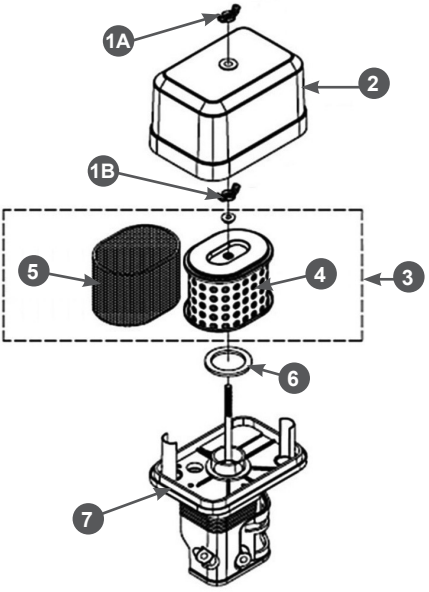

Рис. 12. Обслуживание воздушного фильтра
1. Открутите барашковую гайку 1А и снимите крышку 2 воздушного фильтра (Рис. 12).
2. Открутите барашковую гайку 1В и извлеките из корпуса воздушный фильтр 3 в сборе (Рис. 12).
3. Проверьте целостность и чистоту фильтрующих элементов. Поролоновый (предварительный) фильтрующий элемент 5 установлен на корпусе бумажного фильтрующего элемента 4 (Рис. 12).
4. При незначительном загрязнении промойте поролоновый фильтрующий элемент 5 (Рис. 12) теплым мыльным раствором и просушите. Поврежденный или сильно загрязненный поролоновый фильтрующий элемент замените.
5. Произведите очистку корпуса 7 и крышки 2 воздушного фильтра, не допуская попадания пыли и грязи в воздуховод, ведущий к карбюратору (Рис. 12).
7. Перед установкой воздушного фильтра убедитесь, что уплотнительное кольцо 6 воздушного фильтра находится на месте и не имеет повреждений (Рис. 12).